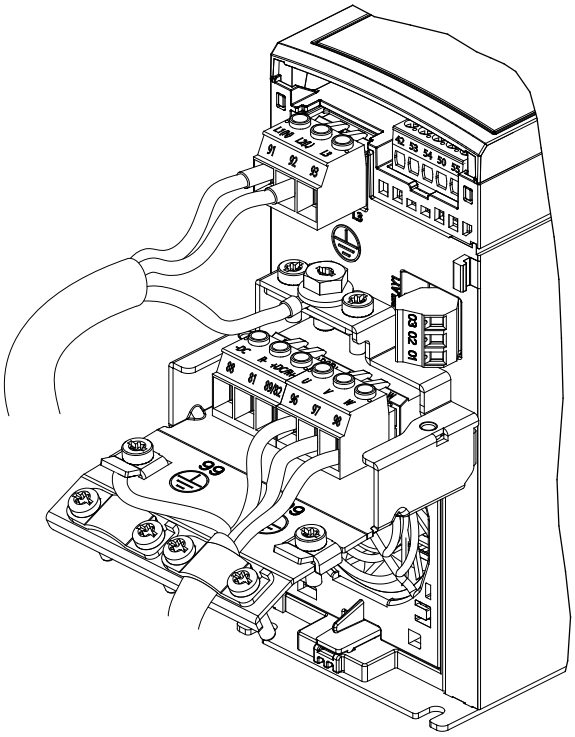
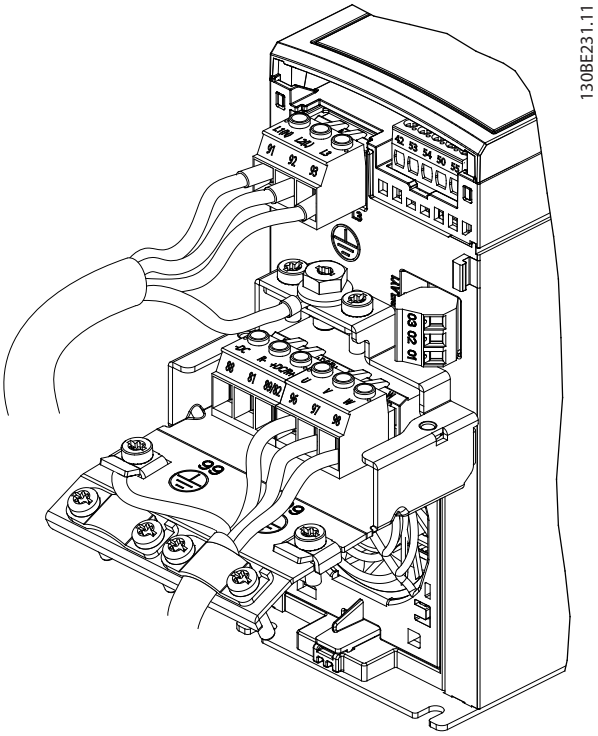
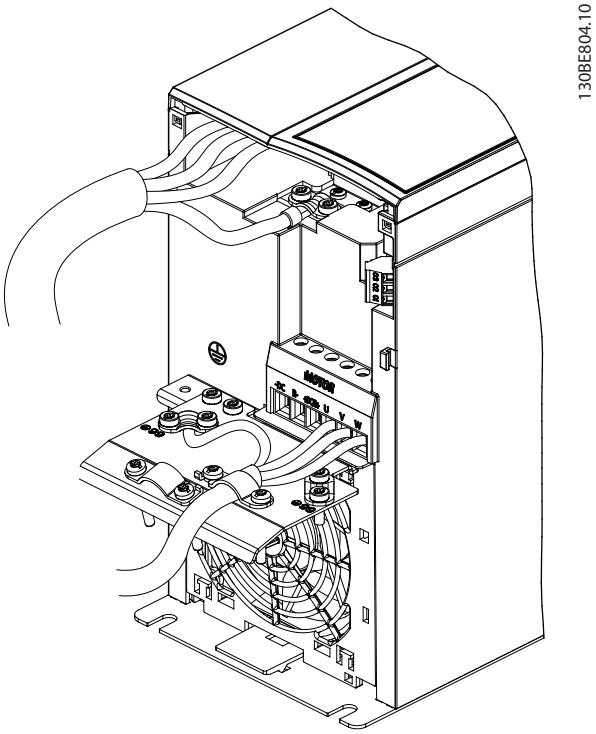

图 4.6 单相设备的 主电源、电机和接地
图 4.7 3 相设备的主电源、电机和接地连接 (K1, K2, K3)
图 4.8 3 相设备的主电源、电机和接地 (K4, K5)
单相和 3 相变频器的主电源、电机以及接地分别如 *图 4.6*、*图 4.7* 和 *图 4.8* 所示。实际配置可能随设备类型和选配设备的不同而存在差异。
1. 将交流输入电源电缆连接到单相设备的端子 N 和 L（请参阅 *图 4.6*），或连接到 3 相设备的端子 L1、L2 和 L3 （请参阅*图 4.7*）。